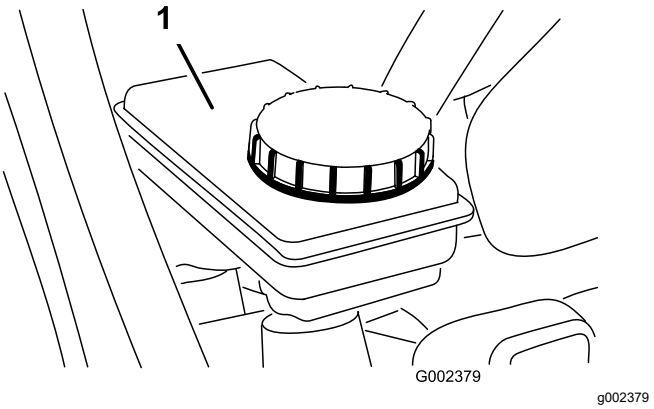

Figura 57
5. Asegúrese de que el nivel de fluido llegue a la línea Lleno del depósito (Figura 57).
6. Si el nivel de líquido es bajo, limpie la zona alrededor del tapón, retire el tapón y llene el depósito hasta el nivel correcto con el líquido de frenos especificado (Figura 57).